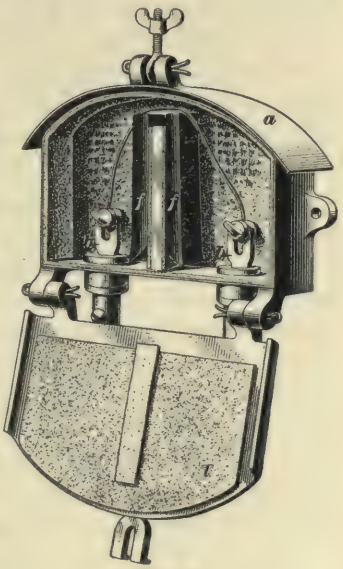
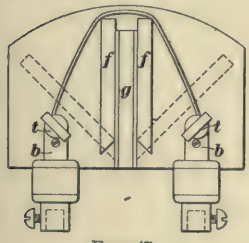

FIG. 46.
FIG. 47.
**41. The Johnson Fuse Box.**—Figs. 46 and 47 give an idea of a fuse box made by the Johnson Company. Fig. 46
is a perspective view, and Fig. 47 shows the means provided for extinguishing the arc caused by the blowing of the fuse. In Fig. 46, *a* is an asbestos-lined, cast-iron box to which is hinged the asbestos-lined lid *l*; *b*, *b* are two brass lugs, one end of which has thumbscrews for securing the fuse wire, and the other ends of which pass through the bottom of the iron case (in rubber bushings) and are there shaped to act as terminals to receive the two ends of the trunk wire; *f*, *f* are spring-actuated vulcabeston flappers which fly open when the fuse blows and thereby lengthen the arc until it breaks. In Fig. 47, *b*, *b* are the two castings to which the fuse wire is attached by means of thumbscrews *t*, *t*; *g* is a permanent asbestos-lined wooden partition; *f*, *f* are two vulcabeston flappers, the normal position of which is indicated by the dotted lines; a spring, not shown in the figure, holds them in this position unless a fuse is put in, when they must be in the full-line position. To put in a fuse, one end of the wire is secured under one of the thumbscrews *t*; the two flappers *f*, *f* are then pressed together against the partition *g*, the fuse wire brought over their tops taut and its end secured under the second binding screw. Whenever the fuse blows, the flappers fly open to the dotted position. This fuse box has no holes in the case for the escape of hot air and vapors. Two holes are provided in the lower part of terminal castings *b*, *b* to receive the trunk wire.